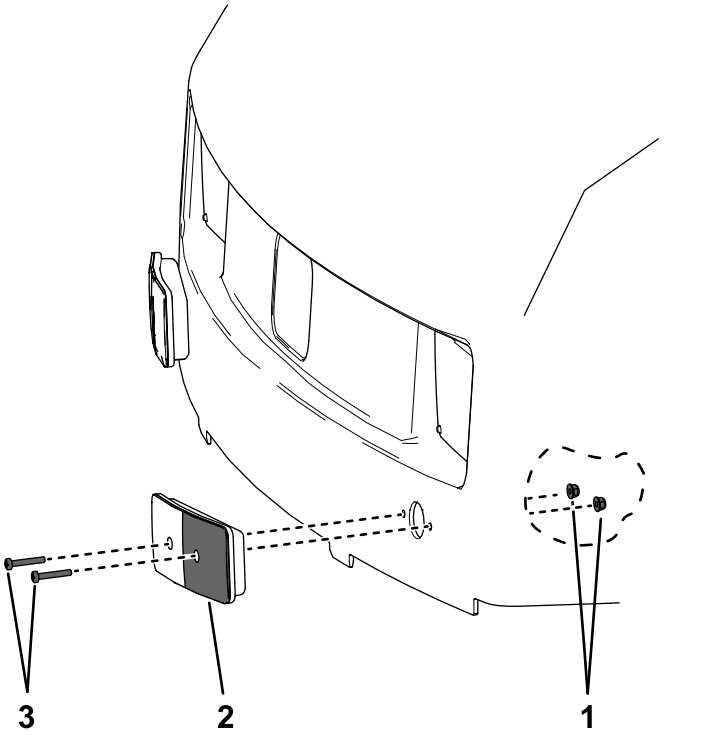

Bild 4
A. Stecken Sie zwei Kreuzschlitzschrauben durch die Blinkleuchte und in die äußeren Löcher mit 6 mm Durchmesser in der Haube (Bild 4).
B. Befestigen Sie die Schrauben mit den Bundmuttern (Bild 4).